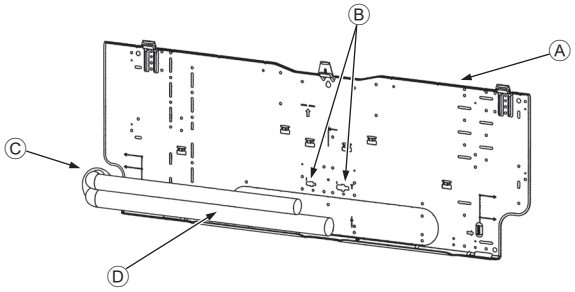

Afb. 3-5
3.3. Bij het inbrengen van de pijpen in de muur (Afb. 3-5)